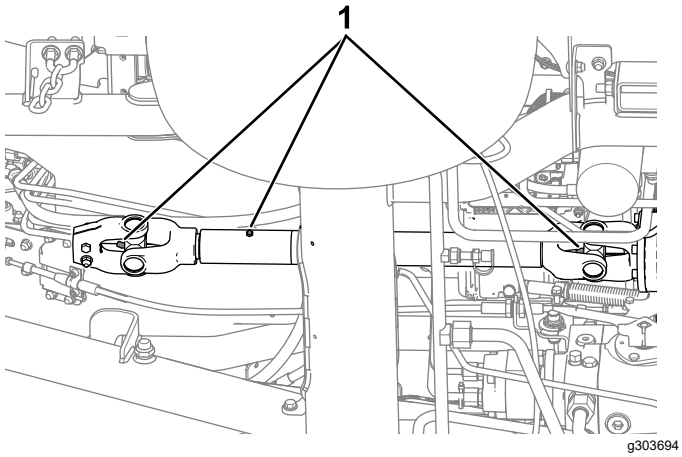

Figur 48
- Kraftudtagets drivaksel (Figur 48)